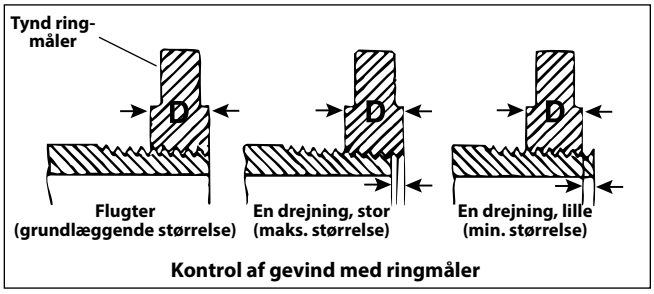

Figur 16 – Kontrol af gevindstørrelse
3. Kontrollér størrelsen på gevindet. Den foretrukne metode til kontrol af gevindstørrelsen er med en ringmåler. Der findes forskellige former for ringmålere, og anvendelsen heraf kan være anderledes i forhold til, hvad der er vist i *Figur 16*.